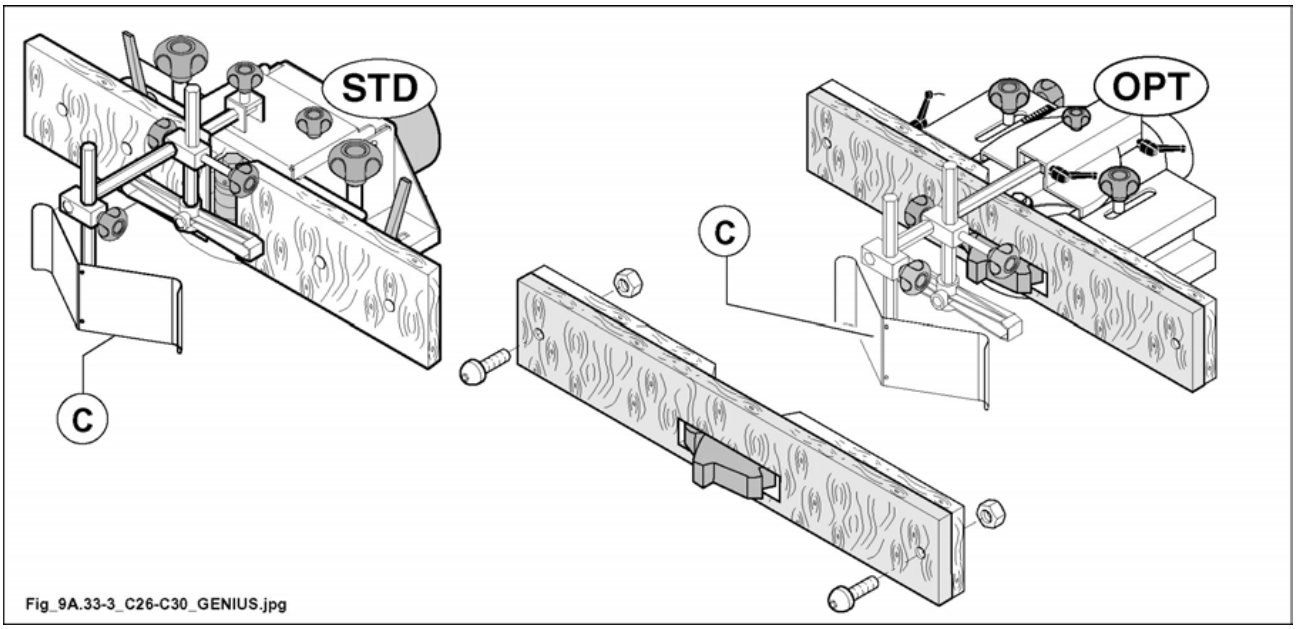

Fig. 9.33-3
When repetitive or special operations must be carried out, it is recommended to make a counterfence to be applied to the router hood, opened to let the tool through. The counterguide must be secured to the two tables by means of the 2 convex-head screws and 2 m8 nuts (fig. 9.33-3).
- **set horizontal pressure shoe (C fig. 9.33-3) in order to protect the operator against eventual ejection of splits and tool parts.**